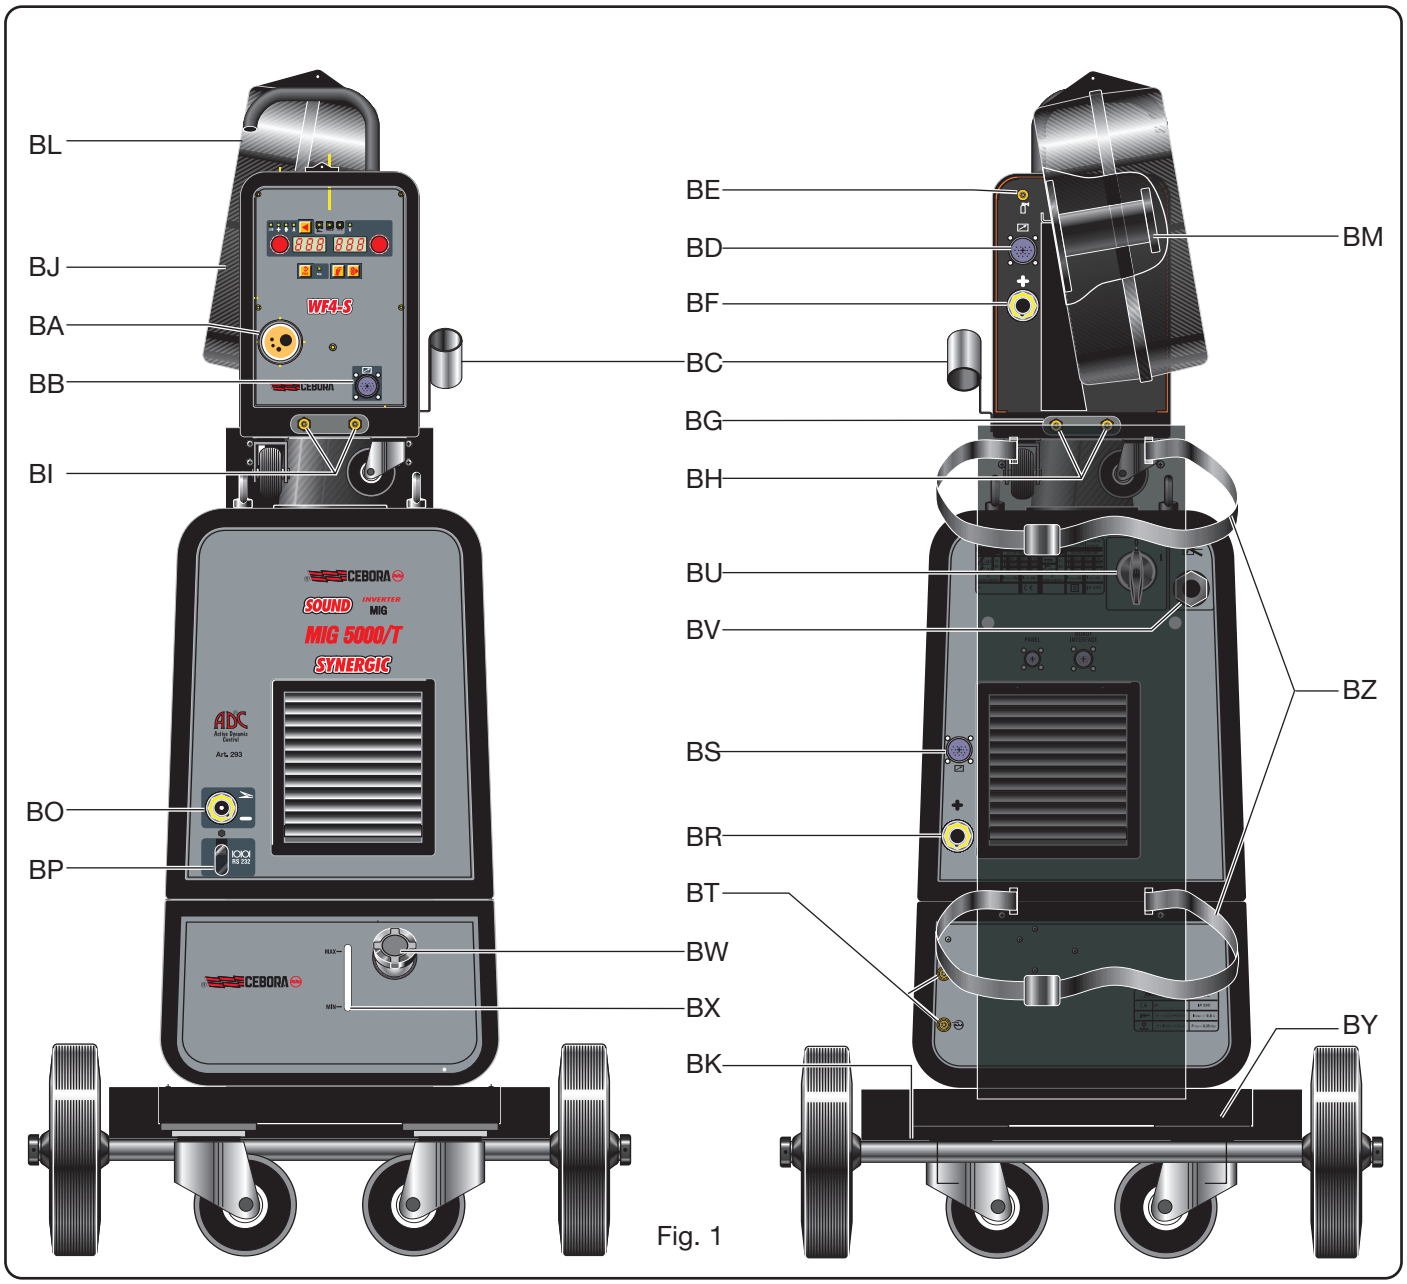

Fig. 1
2.1.2 Descrizione del generatore (Fig. 1)
2.2.1 Descrizione del carrello (Fig. 1)
2.3.3 DESCRIZIONE DEL GRUPPO DI RAFFREDDAMENTO (Fig. 1)
2.4 CARRELLO DI TRASPORTO (Fig. 1)